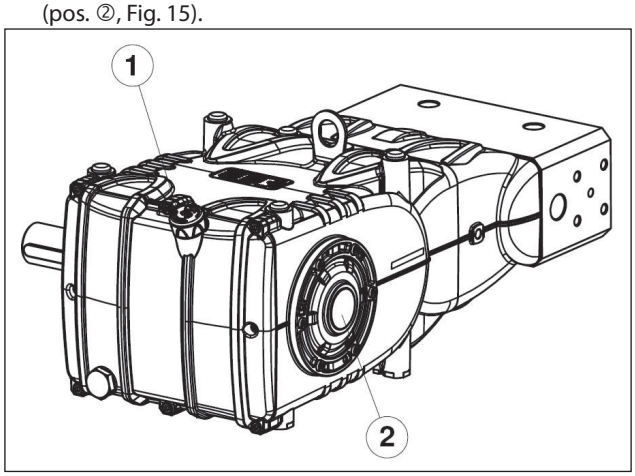

Fig. 15
5. El aceite en el cárter de la bomba se encuentre a nivel verificándolo con la correspondiente varilla (pos. ①, Fig. 15) y de forma excepcional con el testigo de nivel (pos. ②, Fig. 15).